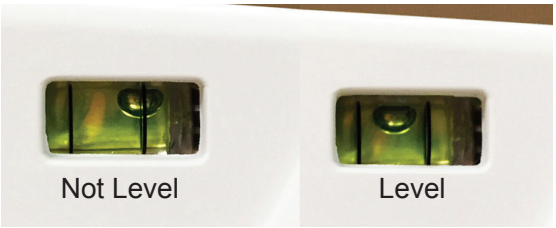

Figure IS-11 Level
1. Check the bubble inside the Level on the Phoroptor Head. Refer to Figure IS-11.
3. Continue leveling the Phoroptor Head, until the bubble in the Level looks like the “Level” picture at the right side of Figure IS-11.